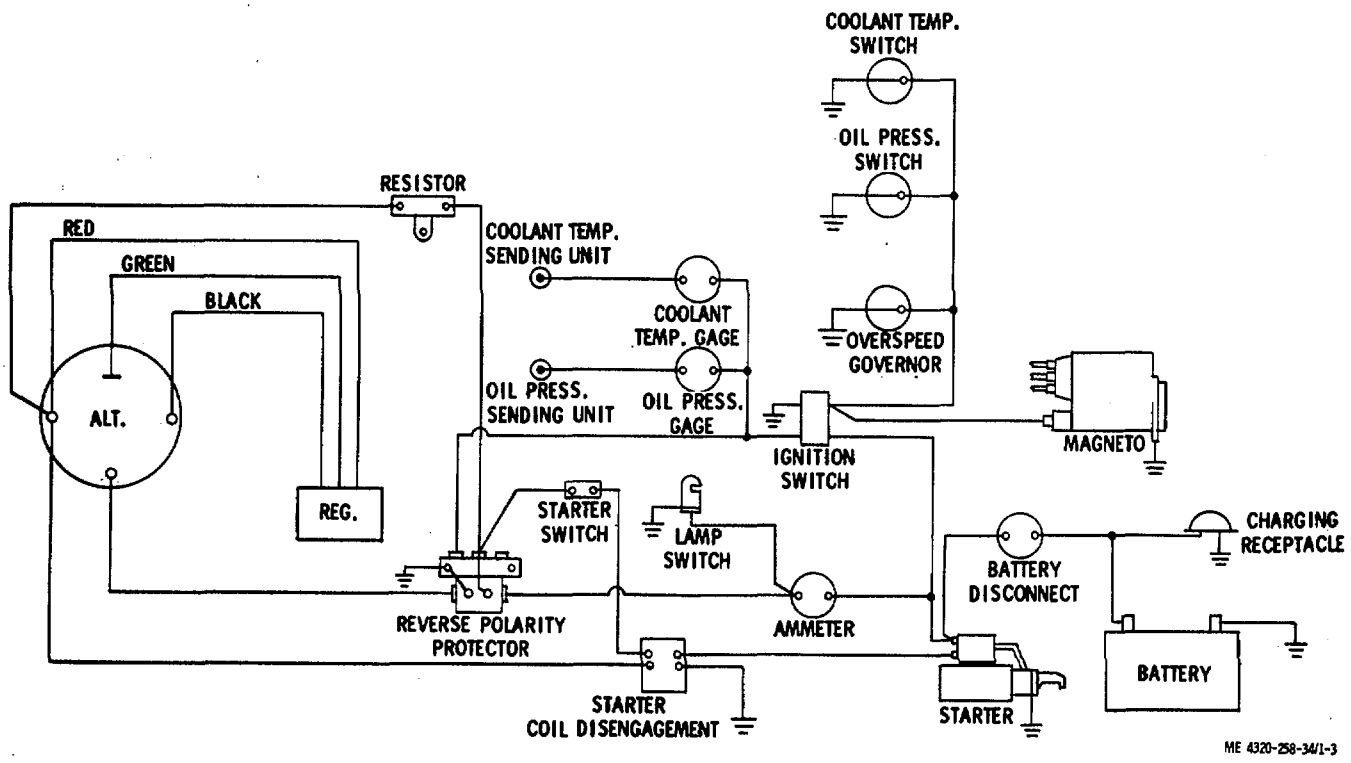

Figure 1-3. Wiring diagram.
(6) *Wiring diagram*. See figure 1-3.